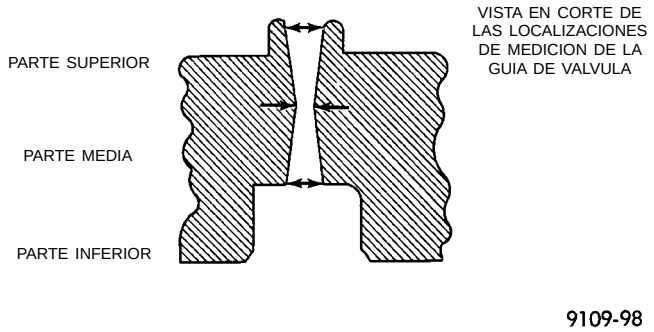

Fig. 87 Verificación del desgaste de la guía de válvula—Característica
(1) Retire los depósitos de carbón y barniz del interior de las guías de válvula con un limpiador de guías fiable.
(2) Con un calibre para agujeros pequeños y un micrómetro, mida las guías de válvula en 3 partes: superior, media e inferior (Fig. 87). Para informarse sobre las especificaciones, consulte la (Fig. 88). Reemplace las guías si no se encuentran dentro de las especificaciones.